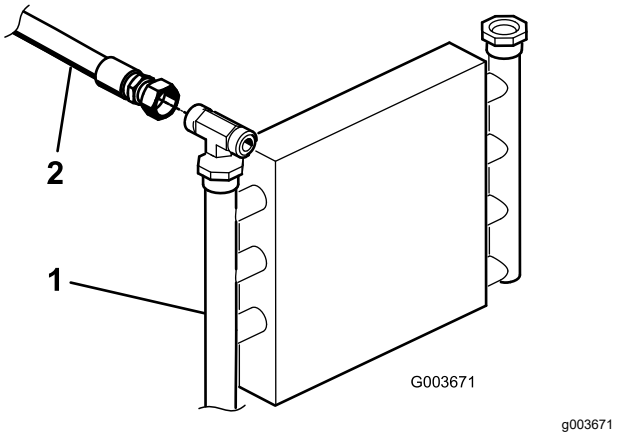
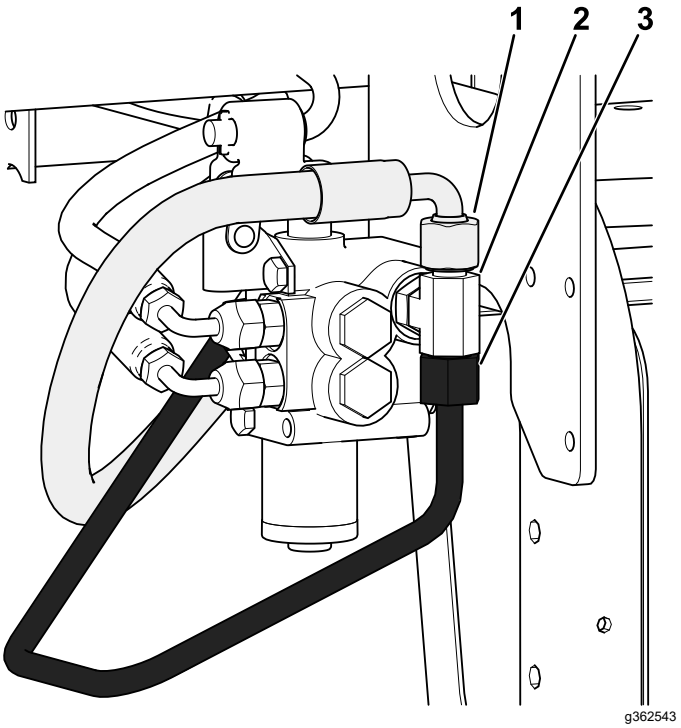

Bild 4
Bild 6
1. Suchen Sie den Hydraulikschlauch, der vom Ölkühler zum vorhandenen Hubventil führt (Bild 4).
3. Trennen und entfernen Sie den Hydraulikschlauch vom Ölkühler und dem Hubventil (Bild 4 und Bild 6).
C. Trennen Sie den Hydraulikschlauch (144-1367) vom T-Anschlussstück (340-94) wie in Bild 6 gezeigt.